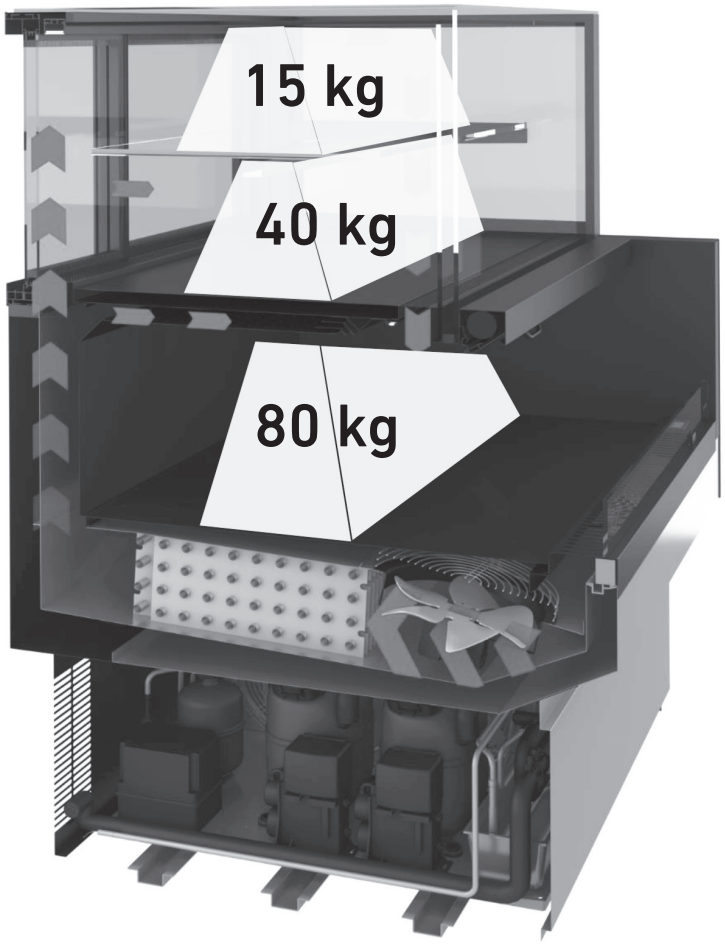

fig. 7
- arrange the product evenly, avoiding empty areas (fig. 7)
5.1 Maximum load (fig.7)